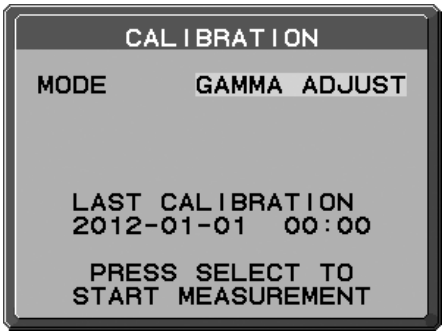

Abbildung 1
2. Wählen Sie unter MODUS die Option GAMMA-ANPASSUNG aus (**Abbildung 1**).